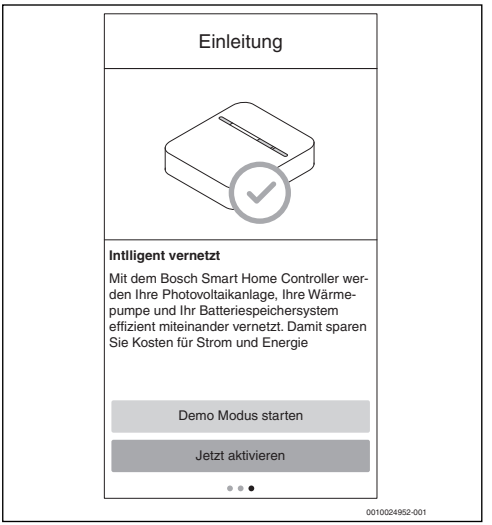

Bild 15 Jetzt aktivieren auswählen
6. Auf dem dritten Introscreen **Jetzt aktivieren** auswählen (→ Bild 15).
- Auf dem dritten Introscreen **Demo Modus starten** auswählen (→ Bild 15).